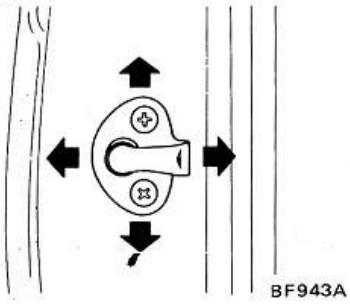

Fig. BF-30 Réglage de la gâche de serrure de porte
2. Le réglage intérieur-extérieur ainsi que le réglage de la serrure de porte s'effectuent par changement du positionnement de la gâche de serrure de porte sur le pied milieu. Voir Fig. BF-30.